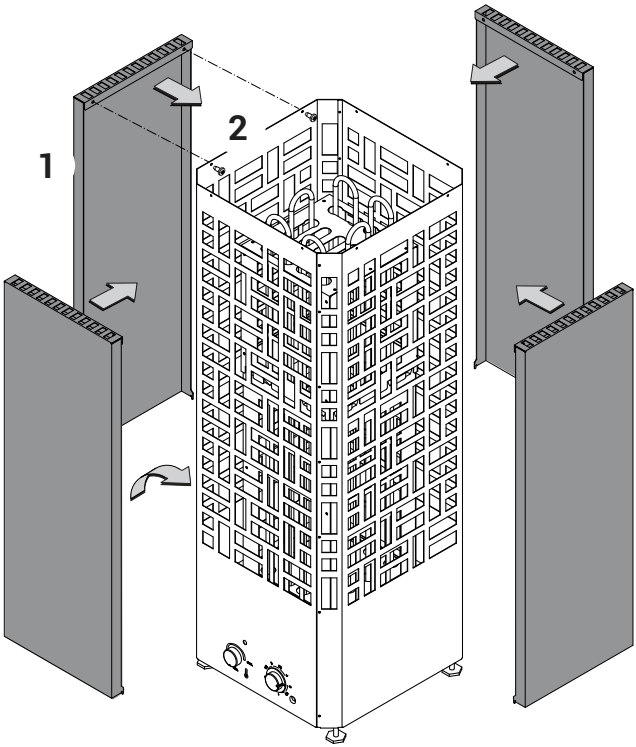

Abb. 7
- Seitenteile zunächst im unteren Bereich mit Haltewinkel in die Öffnungen am Außengehäuse einführen, dann im oberen Bereich auf die Kante von Außengehäuse einhängen (Abb. 7)
- Danach mit jeweils 2 mitgelieferten Schrauben befestigen (Abb. 7)